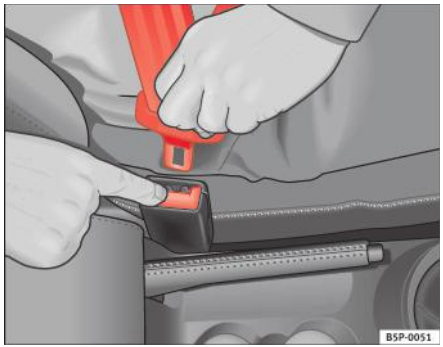

Fig. 15 Scoaterea limbii centurii din catarămă
– Apăsați butonul roșu de pe catarama centurii ⇒ fig. 15. Limba centurii este eliberată și sare în exterior ⇒ ⚠.